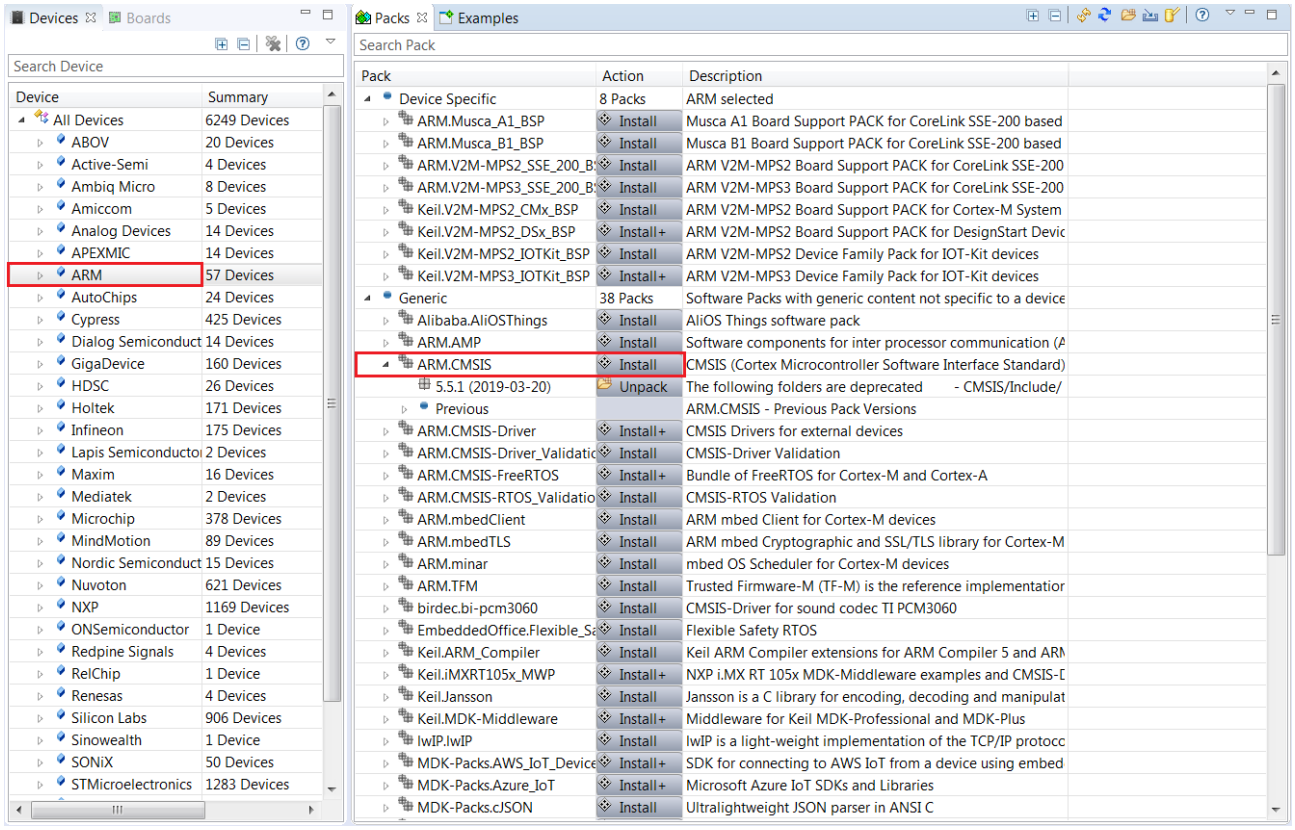

Figure 46. Installing the Arm CMSIS-Pack
The "Installing the Arm CMSIS-Pack" figure (Figure 46) shows an example of the Packs tab after checking for updates.
2. To manually install a CMSIS-Pack, select the **Packs** tab and search for the required CMSIS-Pack (in this example, we installed the **ARM.CMSIS** pack); click the **Install** button (shown in the "Installing the Arm CMSIS-Pack" figure (Figure 46)). Alternatively, follow the next steps to automatically resolve any Pack dependencies that are missing.